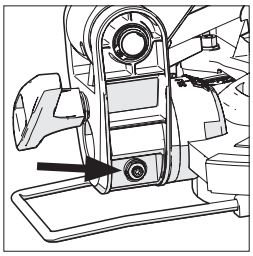

Rys. 11
- Za pomocą klucza imbusowego należy wyregulować śrubę regulacyjną, obracając do wewnątrz lub na zewnątrz zgodnie z wymaganiami **(Rys. 11)**.